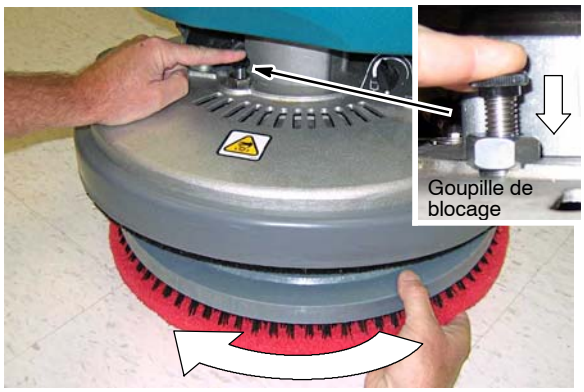

FIG. 12
6. Pour retirer le système d'entraînement de patin/la brosse, enfoncez la goupille de blocage du moyeu de moteur et tournez dans le sens des aiguilles d'une montre le système d'entraînement de patin/la brosse (Figure 12).